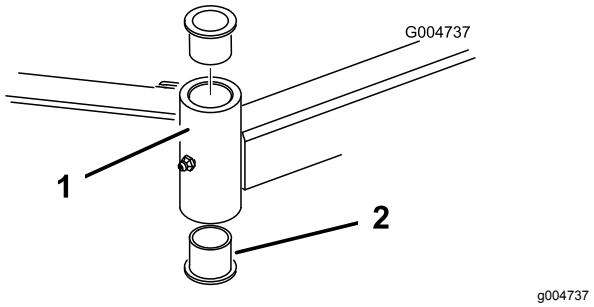

Figur 106
4. Sett inn kjørner i toppen eller bunnen av monteringstuben og driv hylsen ut av tuben (Figur 106).